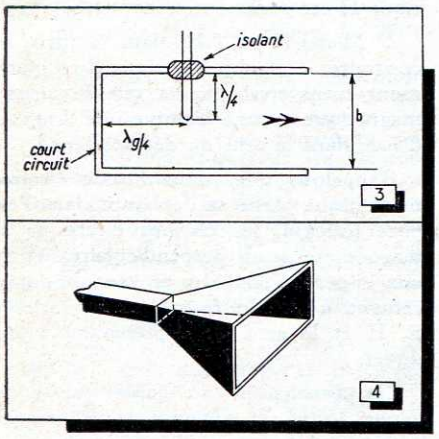

Fig. 3. — L'injection d'énergie a lieu à une extrémité du guide-ondes ; la boucle forme une véritable antenne.
Dans le cas le plus courant (fig. 3), l'antenne pénètre par le petit côté et est située à une distance égale au quart de la longueur d'onde de l'extrémité court-circuitée du guide (2). Ainsi, l'énergie rayonnée par l'antenne vers l'arrière du guide se réfléchit et se retrouve en phase avec l'énergie rayonnée directement vers l'avant. En effet, l'onde émise vers le court-circuit va parcourir une distance égale à $\lambda/4$, ce qui correspond à une rotation de phase égale à $\pi/2$; elle se réfléchit sur le court-circuit — soit une rotation de phase égale à π — et revient au niveau de l'antenne en subissant une nouvelle rotation de phase égale à $\pi/2$. Au total, la rotation est égale à 2π.